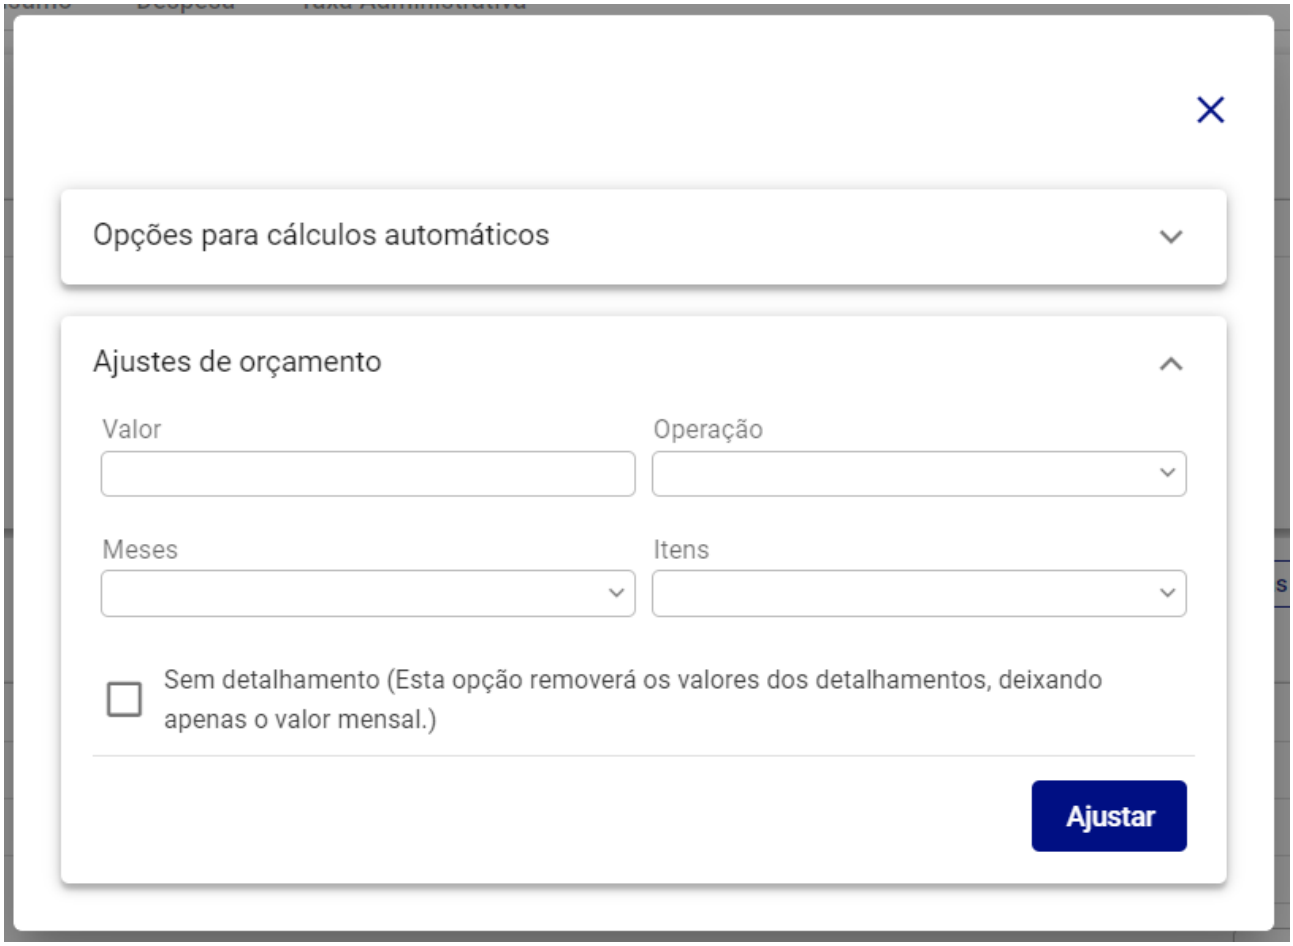

Figura 329: Ajustes de Orçamento
– **Ajustes de Orçamento (Figura 329):** Ferramenta para aplicar alterações em massa nos valores orçados.